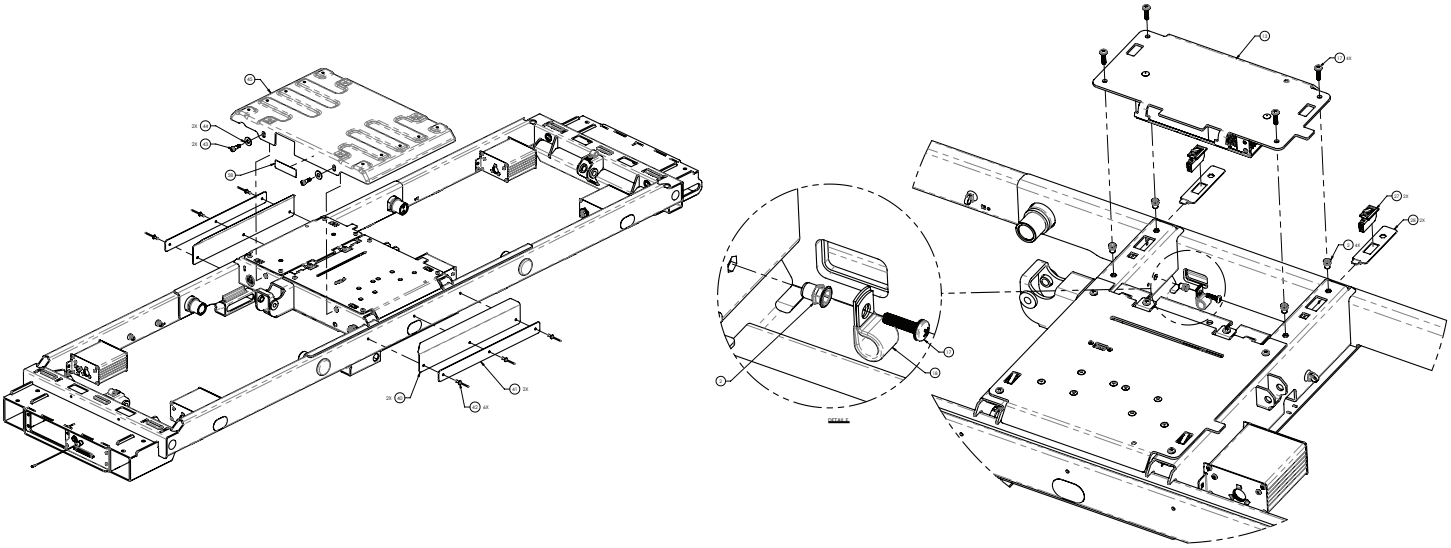

Figure 9 – Remplacement du bloc d'alimentation électrique
6. À l'aide d'un tournevis hexagonal de 5/32 po, retirer et conserver les deux vis (43) et rondelles plates (44) qui fixent le bac d'interruption du mouvement (45) au châssis du plan de couchage. Retirer le bac d'interruption du mouvement (45) (Figure 9).
7. À l'aide d'un tournevis cruciforme n° 2, retirer et conserver les deux vis (17) du support de montage du bloc d'alimentation le plus près du centre du lit (Figure 9).
8. À l'aide d'un tournevis cruciforme n° 2 tout, en soutenant le support de montage du bloc d'alimentation d'une main, retirer et conserver les deux vis (17) du support de montage du bloc d'alimentation le plus proche de l'extérieur du lit (Figure 9).
13. Soulever pour retirer et jeter l'ensemble de bloc d'alimentation (13) du châssis du plan de couchage (Figure 9).